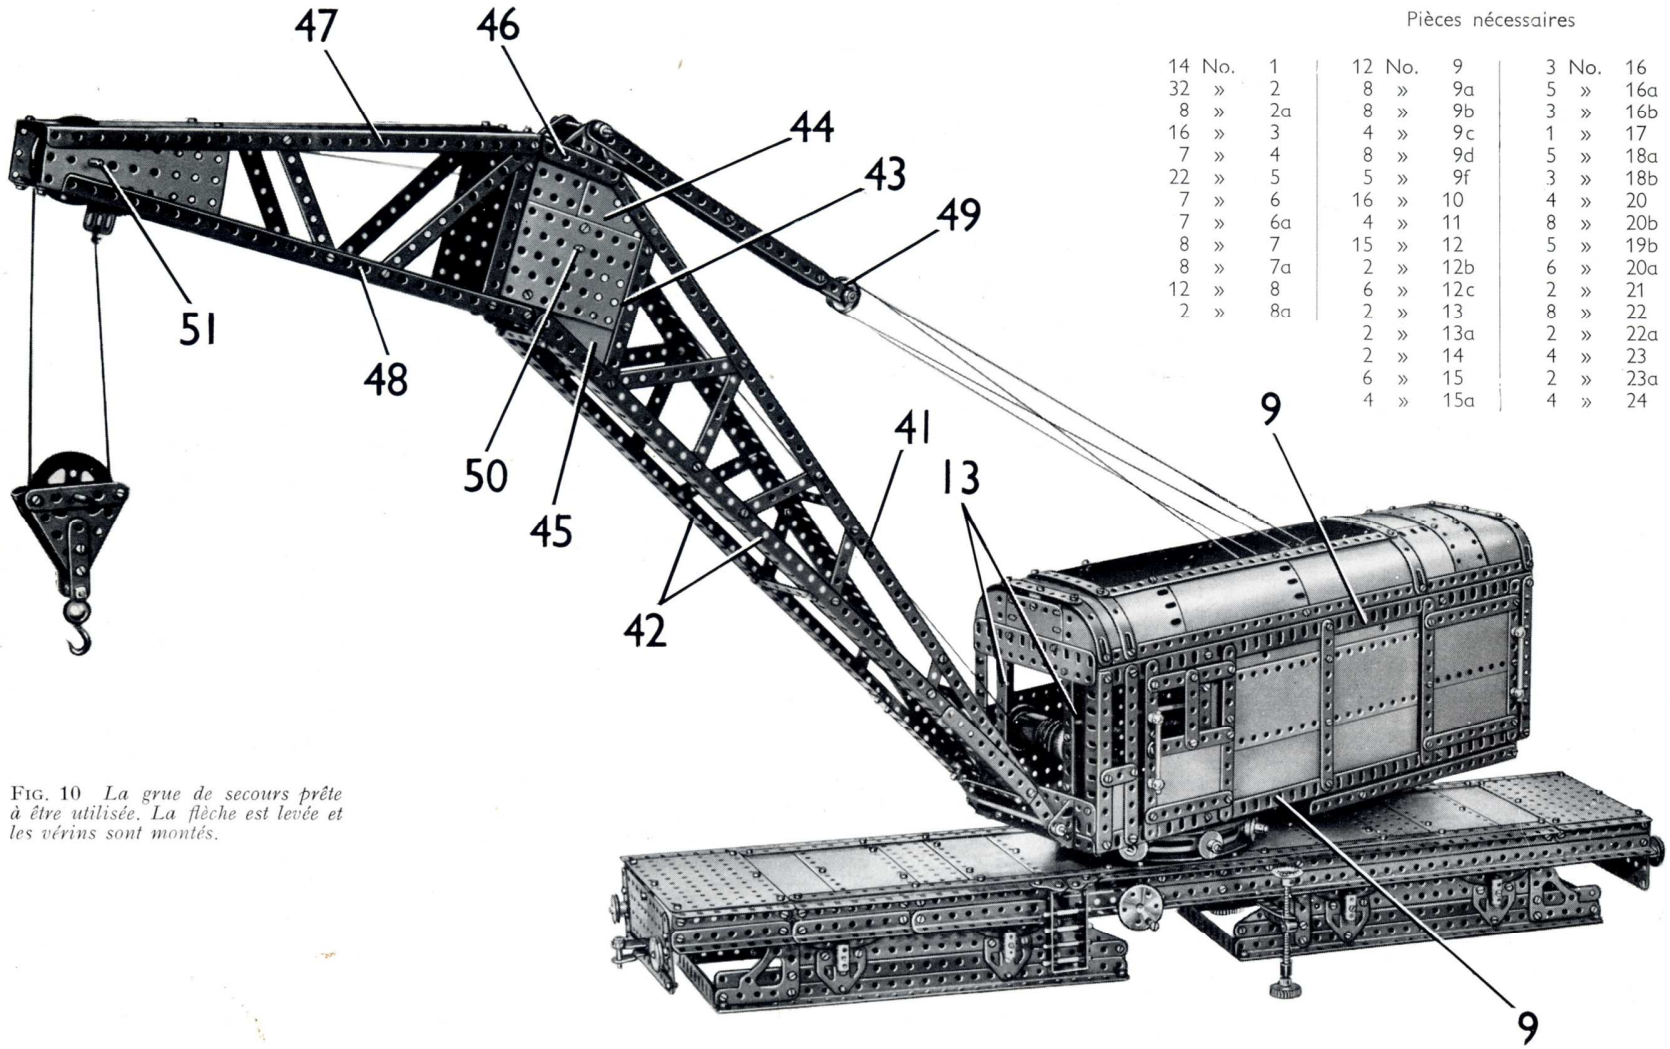

FIG. 10 *La grue de secours prête à être utilisée. La flèche est levée et les vérins sont montés.*
Le côté qui apparaît sur la figure 10 est construit sur une structure formée par deux cornières de 37 trous (9) réunies à chaque extrémité par une cornière de 11 trous. Ce côté est en partie recouvert par quatre plaques flexibles de 14×6 cm. et deux de 14×4 cm. fixées sur trois bandes de 11 trous boulonnées sur les cornières (9). Les plaques sont tenues écartées des bandes par des rondelles, de façon que les portes coulissantes puissent passer devant les plaques. A l'extrémité avant de ce côté, une plaque flexible de 6×4 cm. est boulonnée sur la cornière de 11 trous, et elle est bordée par une bande de 3 trous et une de 11 trous.
Les côtés sont réunis à l'avant et à l'arrière par deux cornières de 11 trous boulonnées aux extrémités des cornières (9). Une poutrelle plate de 11 trous est fixée à la cornière de 11 trous supérieure de chaque extrémité, et sur ces poutrelles sont boulonnées une plaque flexible de 6×4 cm. et deux plaques semi-circulaires. Une autre poutrelle plate de 11 trous est fixée à la partie inférieure de l'avant de la cabine, et deux bandes de 11 trous (13) sont boulonnées comme le montre la figure 10. L'arrière de la cabine est recouvert par une plaque flexible de 14×6 cm., une de 14×4 cm. et deux de 6×6 cm. Ces dernières sont disposées de façon à laisser un espace d'un trou pour le passage du fil du moteur.
Détails de la flèche (Fig. 10)
Les montants supérieurs latéraux de la partie intérieure de la flèche sont constitués chacun par une cornière de 49 trous (41) (fig. 10). Les montants inférieurs sont des poutrelles (42) faites chacune d'une cornière de 37 trous et d'une de 9 trous qui se recouvrent sur deux trous. Ces pièces sont boulonnées ensemble à leurs extrémités inférieures, et sont réunies à leurs extrémités supérieures par une bande de 9 trous (43). Une plaque sans rebords de 11,5×6 cm., une de 75×38 mm., une plaque flexible triangulaire de 9×5 cm. (44), et une de 6×5 cm. (45) sont boulonnées ensemble et fixées sur la bande (43).